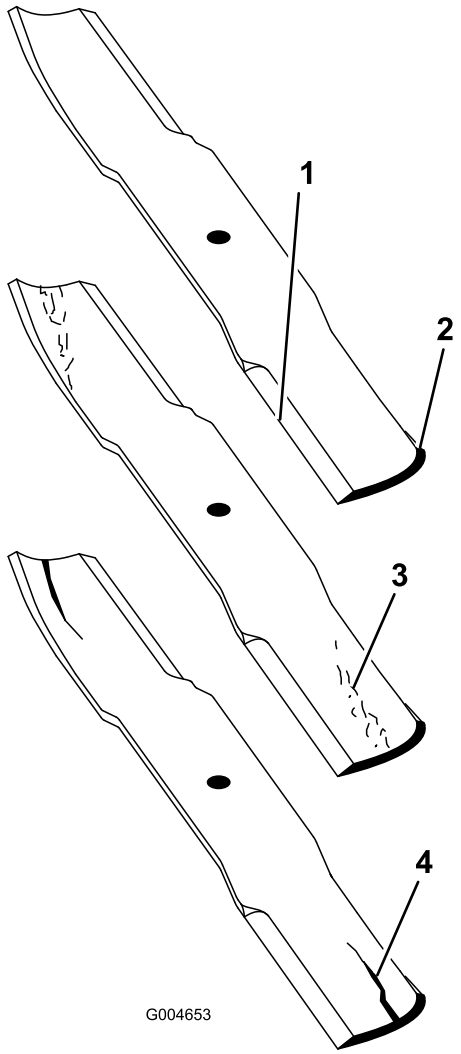

Figura 65
1. Controllate i taglienti (Figura 65). Se i taglienti non sono affilati o mostrano delle tacche, togliete le lame e affilatele. Vedere Affilatura delle lame.
2. Controllate le lame, in particolare la costa (Figura 65). In caso di danni, usura o scanalature nell'area (Figura 65), montate immediatamente una nuova lama.